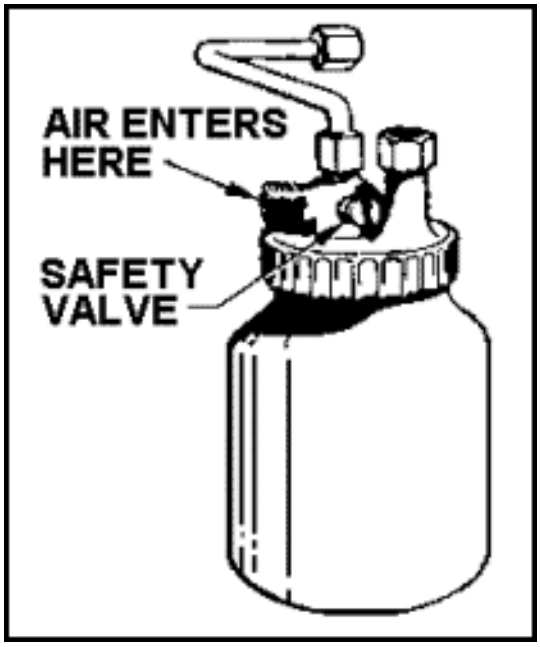

Figure 13-19. Pressure-Feed Cup
- Pressure-feed cups (Figure 13-19) are considered best for handling small quantities of enamels, plastics, or other heavy materials on jobs that need fine adjustments and speed of application.